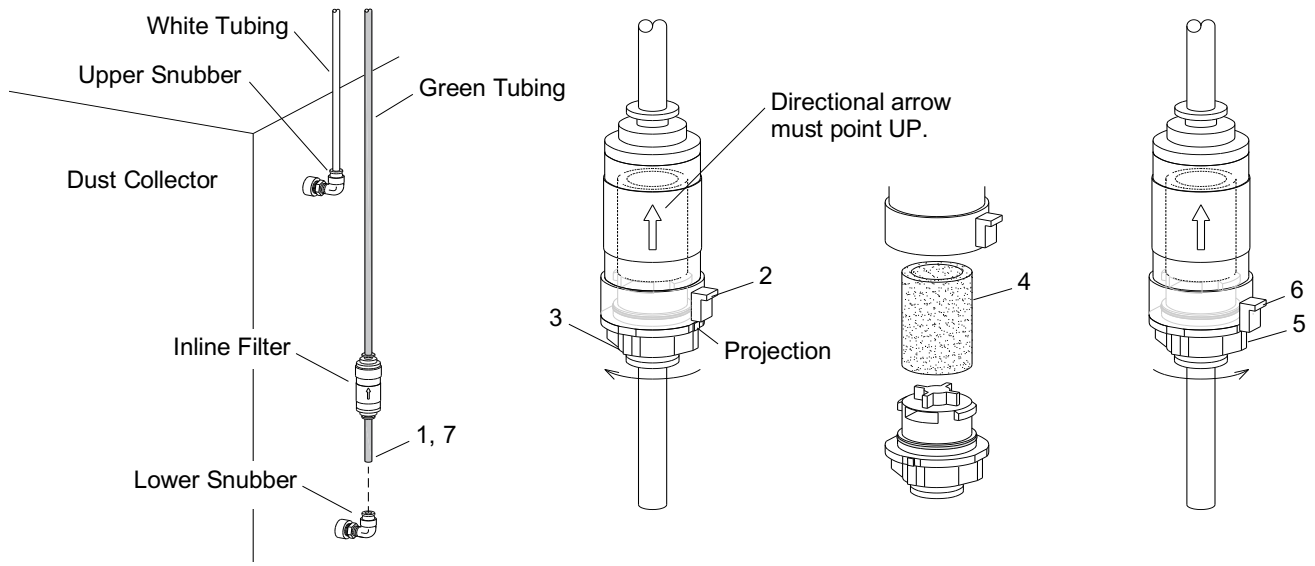

Figure 52
### 7.16 Clean Dust-Collector's Inline Filter – Figure 52
**7.16.1** To avoid cartridge pulsing during cleaning, make sure power is OFF (red pushbutton is pressed). Refer to the matching step numbers in Figure 52 and clean the filter as follows:
### 7.17 Clean Dust-Collector's Snubber Fittings Figure 52